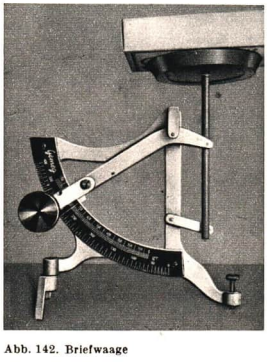

Abb. 142. Briefwaage
4. Die Briefwaage (Abb. 142). Bei ihr findet ein ungleicharmiger Winkelhebel Verwendung. Das ist ein Hebel, dessen Arme nicht in einer Richtung liegen, sondern einen Winkel miteinander bilden. Die Wirkungsweise der Briefwaage beruht darauf, daß der auf die Waagschale gelegte Körper ein am langen Hebelarm befestigtes Gewichtsstück anhebt. Dieses setzt dem Hebel mit zunehmender Neigung einen immer stärker werdenden Widerstand entgegen. Die Drehkraft des Gewichtsstückes wird schließlich so groß, daß sie dem zu wägenden Körper das Gleichgewicht hält. Weil bei der Briefwaage die Messung auf Grund der Neigungsänderung eines belasteten Hebels erfolgt, bezeichnet man sie auch als *Neigungswaage*. Den gleichen Namen tragen alle Waagen, die auf einer ähnlichen Wirkungsweise beruhen.